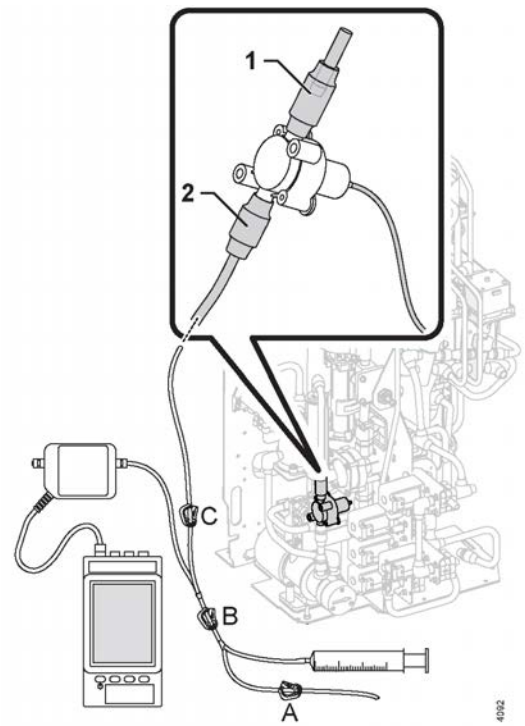

Figure 7-9. Connect reference instrument
1) Replace the silicone T-connector to the degassing pressure transducer with a straight silicone connector. Insert a plug (from the calibration kit) according to Figure 7-9 “Connect reference instrument” on page 168.
3) Connect Gambro reference instrument to the silicone connector according to Figure 7-9 “Connect reference instrument” on page 168.